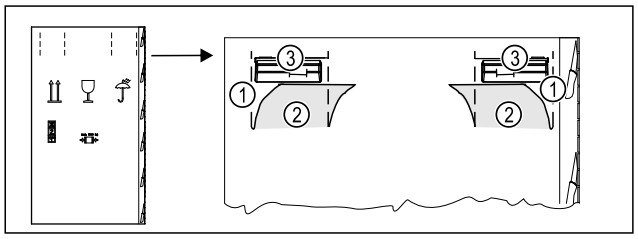

Fig. 5
- ▶ Press the packaging cardboard into the perforation *Fig. 5 (1)* at the top.
- ▶ Pull out any tabs *Fig. 5 (2)* that have been pushed in.
- ▷ Carrying handle *Fig. 5 (3)* visible on the right and left.
- ▶ Hold the appliance by the carrying handles *Fig. 5 (3)*.